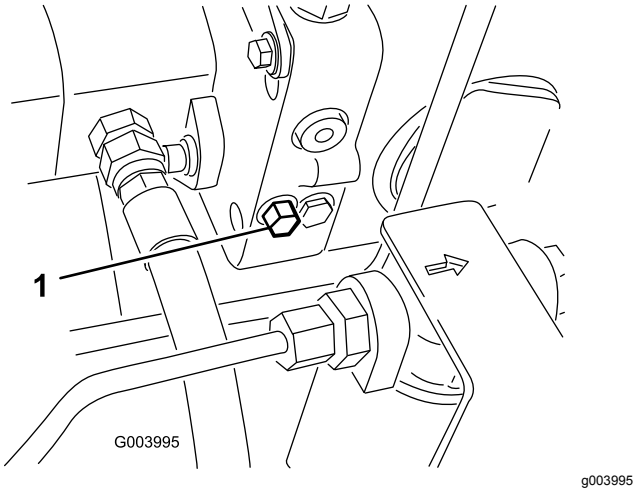

Figur 71
1. Vrid bulten 1–1,5 varv för att öppna ventilen och låta olja avledas internt (Figur 71).